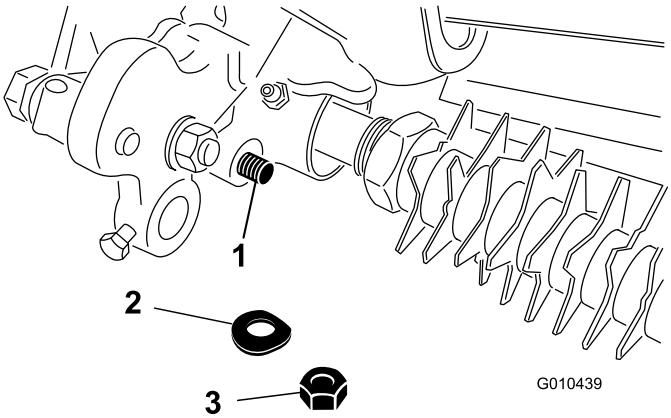

Рисунок 31
4. Снимите контргайку и пружинную шайбу, которые крепят конец стержня узла рычага высоты скашивания к узлу привода механической щетки (Рисунок 31).